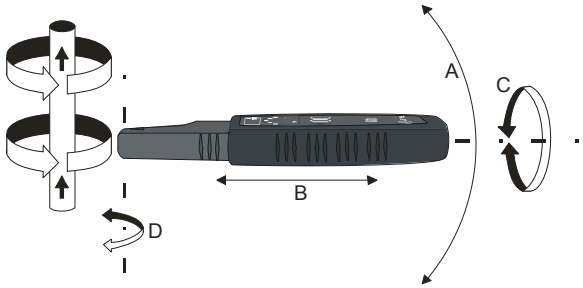

Рис.4 Обнаружение магнитного поля
Измерения в замкнутой цепи можно производить, если существует возможность вынужденного течения тока. Такие условия создаются в неповрежденной линии под напряжением выше 9 В (цепь замыкается через трансформатор) и в замкнутой линии, также с использованием режима «ток-напряжение» или внешнего источника питания. Во всех упомянутых случаях локализация осуществляется при помощи оценки общей величины магнитного поля. На рис.4 представлено направление линии магнитного поля вокруг провода, по которому течет модулированный ток, и расположение приемника, позволяющее выбрать наибольший уровень принимаемого сигнала.
- Перемещать головку приемника вдоль проверяемой линии (Рис.4) в направлении усиления сигнала. Нажать клавишу 16 ZOOM, чтобы повысить точность локализации (Пункт 7.1).